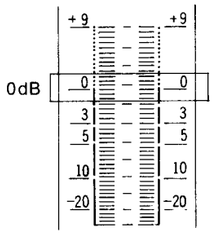

Fig. 18
4. At this time, check that 0dB indicator is lighted halfway (intermediate brightness between full brightness and light-out: See fig. 18).